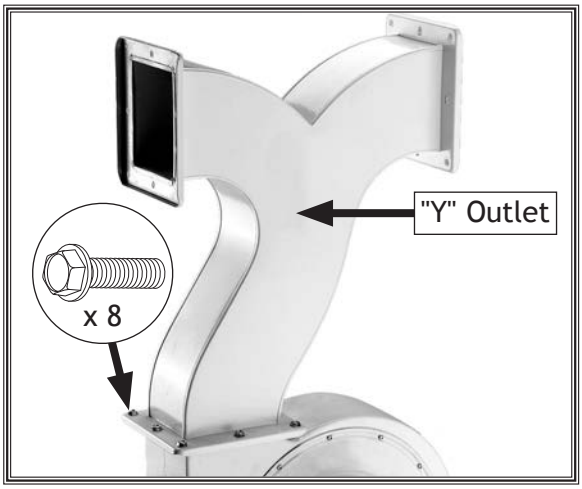

Figure 9. "Y" outlet installed.
5. Secure the metal "Y" outlet to the impeller outlet with (8) 5/16"-18 x 1/2" flange bolts, as shown in **Figure 9**.